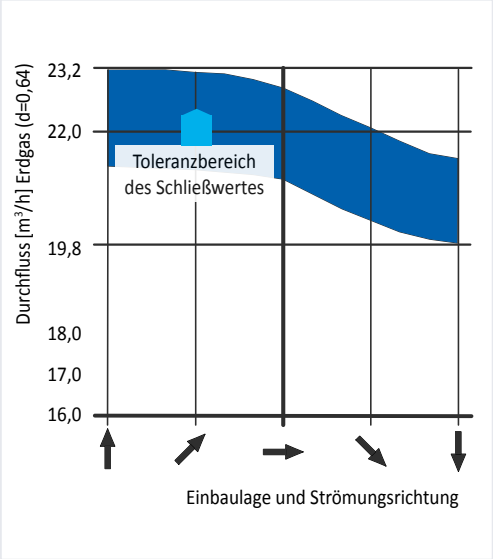

Abb. 3
- **EINBAULAGE**: SENTRY GS sind in allen Einbaulagen einsetzbar. Der Schließdurchfluss V_S ist abhängig von der Einbaulage des Gasströmungswächters (siehe Abb. 3).